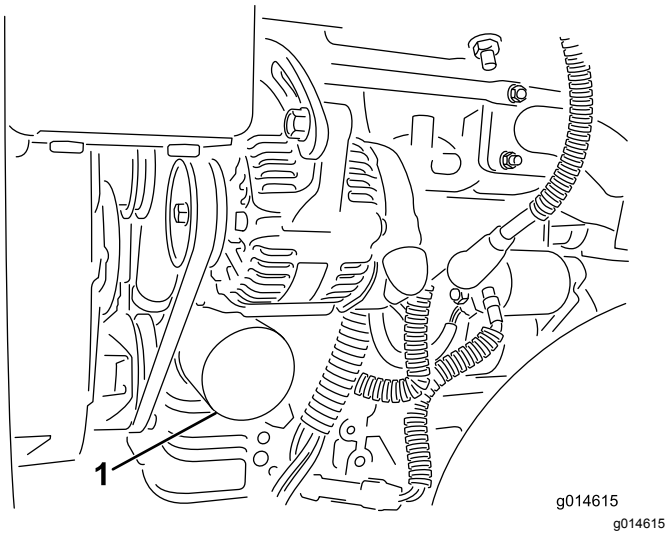

Figur 41
2. Ta av oljefilteret (Figur 41). Stryk et tynt lag med ren olje på den nye filterpakningen.